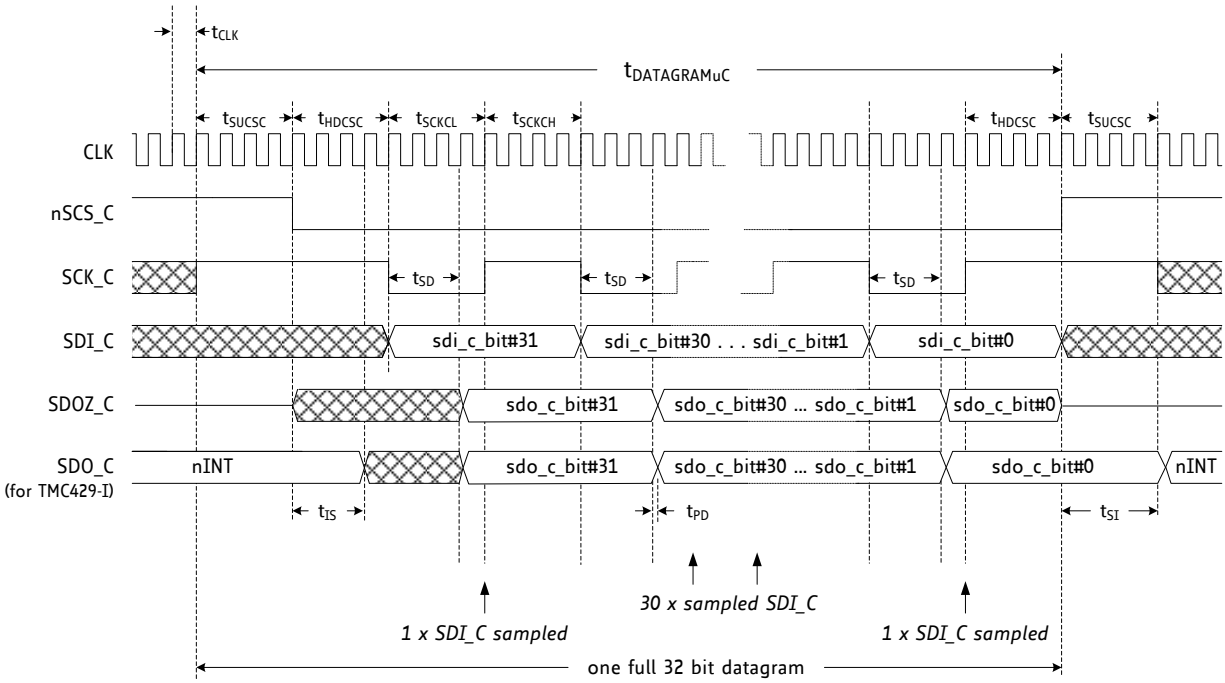

Figure 5.1 Timing diagram of the serial µC interface
The first bit sent is the *most significant bit (MSB)* sdi_c_bit#31. The last bit sent is the *least significant bit (LSB)* sdi_c_bit#0 (see Figure 5.1). During the reception of a datagram, the TMC4210 immediately sends back a datagram of the same length to the microcontroller. This return datagram consists of requested read data in the lower 24 datagram bits and status bits in the higher 8 datagram bits. A read request is distinguished from a write request by the read/not write datagram bit (RW).